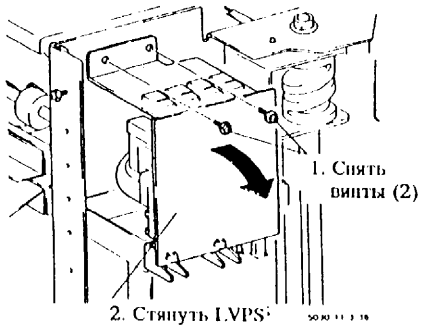

Рис. 9. Снятие LVPS
8. (Рис. 9): Стянуть вниз блок питания низкого напряжения сортера.